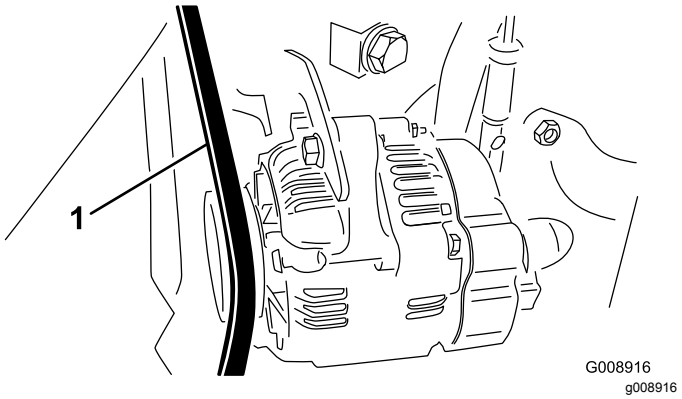

Figur 70
2. Kontroller spenningen ved å trykke ned remmen midt mellom generatoren og veivakselrullene, med en kraft på 30 N·m (Figur 70).